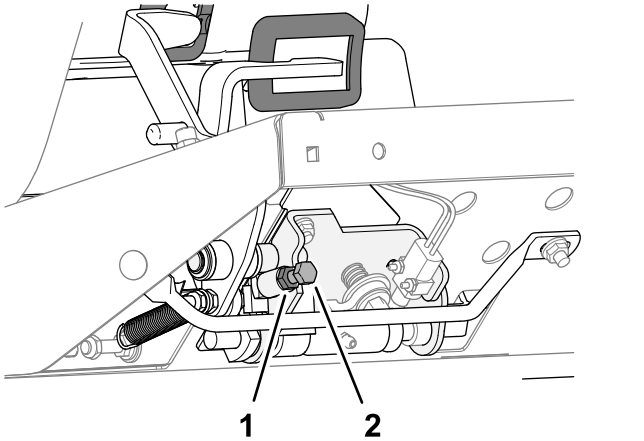

Figur 82
- Vrid anslagsskruven för hastighetsreglering (Figur 82) medurs för att minska klipphastigheten.